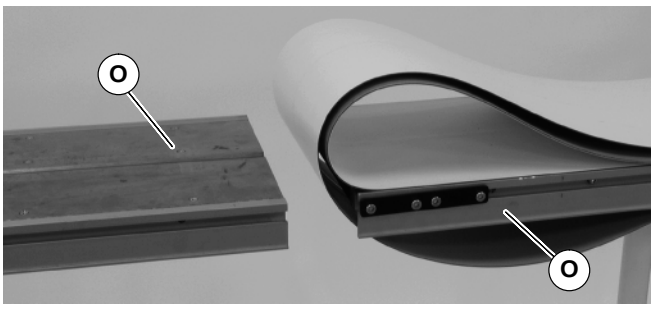

Abbildung 4
1. Lage der Förderbandsegmente feststellen (O Abbildung 4)